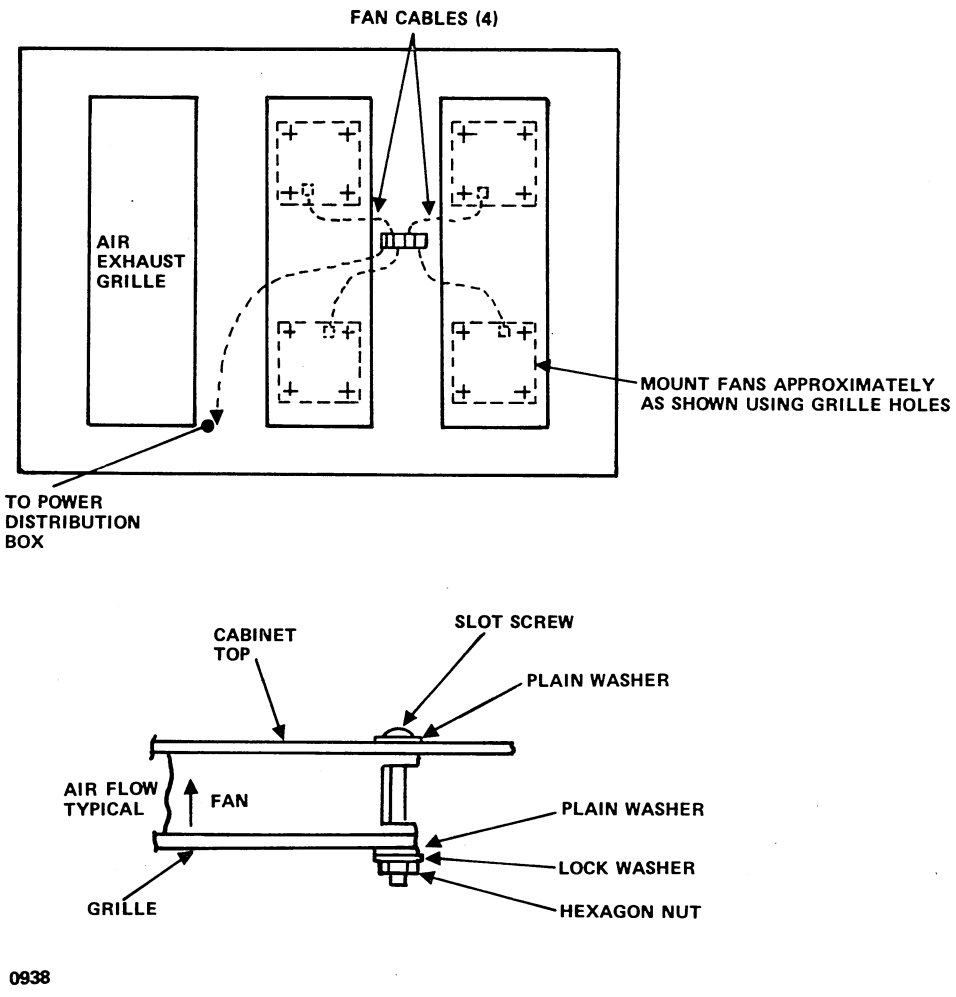

Figure 23-13. Installation of Cabinet Fans
2. Using the selected hardware, install the four fans as illustrated in figure 23-13.